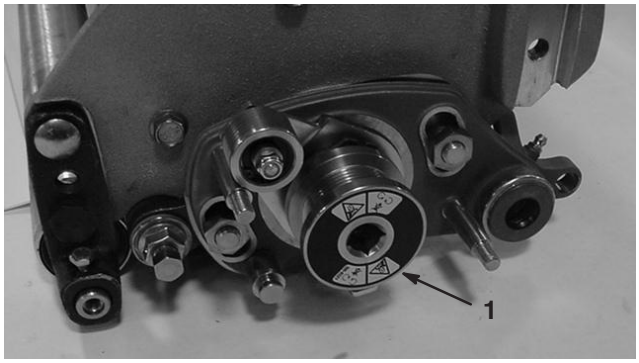

Figure 40
7. Remove the groomer drive pulley from the reel shaft (Fig. 40).